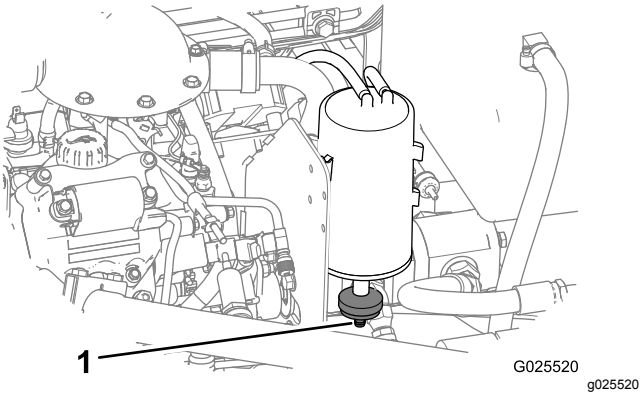

図 47
1. カーボンキャニスタ下部にあるエアフィルタを探し出す図 47。